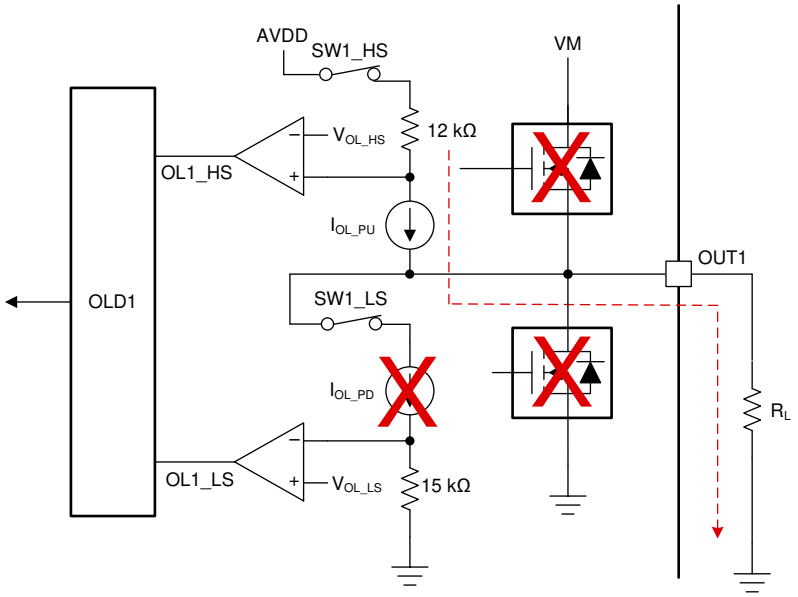
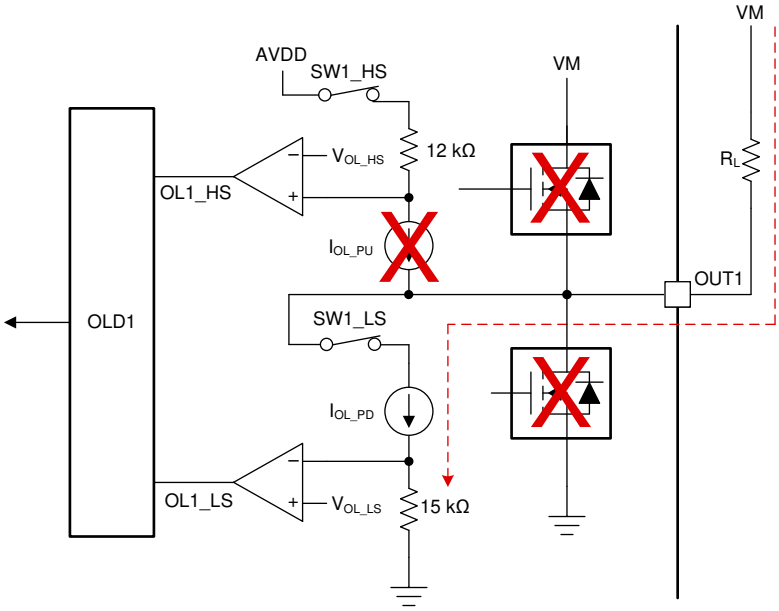

図 8-18. グランド (GND) に接続された負荷の開放負荷検出回路
図 8-20. 電源電圧 (VM) に接続された負荷の開放負荷検出回路
OLD 回路は、電流源 (および電流シンク)、直列シーケンス スイッチ (デジタル コアによってシーケンスされる)、抵抗、コンパレータの 4 つの主要コンポーネントで構成されています。グランド (GND) に接続された負荷の場合、図 8-18 に示すように、電流源 (I_{OL_PU}) が OUTx ノードを内部レギュレータ電圧 (AVDD) にプルアップし、電流は内部レギュレータ電圧 (AVDD) から接続負荷を介してグランドに流れます。さらに、電源 (VM) に接続された負荷の場合、図 8-20 に示すように、電流シンク (I_{OL_PD}) が電源電圧 (VM) から接続負荷を経由してグランドに電流をプルダウンします。OUTx 端子に接続された負荷の抵抗は、ソース / シンク電流を変化させ、間接的に 2 つの抵抗 (12kΩ と 15kΩ) 間の電圧降下を変化させます。2 つの抵抗間のこの電圧降下は、内部コンパレータによって基準電圧 (V_{OL_HS} と V_{OL_LS}) と比較され、OL1_HS と OL1_LS として出力されます。このコンパレータ出力は、開放負荷条件を判定するために開放負荷デジタル回路に供給されます。
図 8-18 に、内部 OLD 回路を持つグランドに接続された負荷を示します。ハイサイドの開放負荷シーケンスがアクティブになると (SW1_HS がオン、SW1_LS がオフ)、電流源 (I_{OL_PU}) が OUT1 ノードを内部レギュレータ電圧 (AVDD) にプルアップし、電流は内部レギュレータ電圧 (AVDD)から接続負荷 (R_L) を介してグランドに流れます。このとき、負荷の有無によって、以下の 3 つのケースが考えられます。
8.2.3.3 電源 (VM) に接続された負荷の OLD
図 8-20 に、内部 OLD 回路を持つ電源 (VM) に接続された負荷を示します。ローサイドの開放負荷シーケンスがアクティブになると (SW1_HS がオフ、SW1_LS がオン)、電流シンク (I_{OL_PD}) が OUT1 ノードを電源電圧 (V_{VM}) にプルダウンし、電流は電源 (VM) から接続負荷 (R_L) を介してグランドに流れます。このとき、負荷の有無によって、以下の 3 つのケースが考えられます。